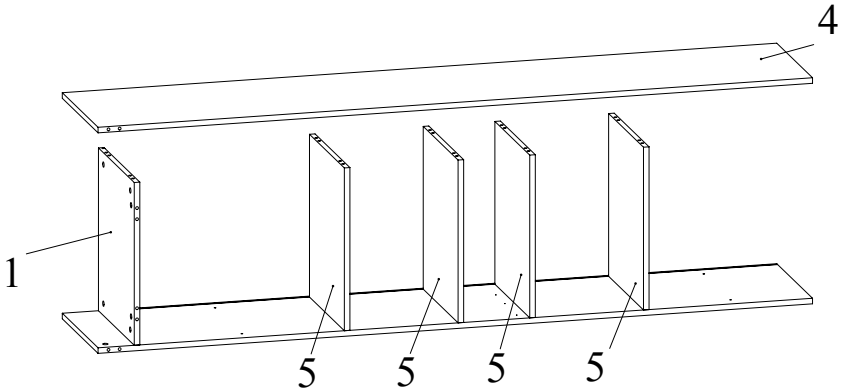

Рис.6
8. Установить боковину 4 на полки 5 и крышку 1 и зафиксировать, повернув конфирматным ключом головки минификсов по часовой стрелке до упора (Рис. 6).
(Рис.6)